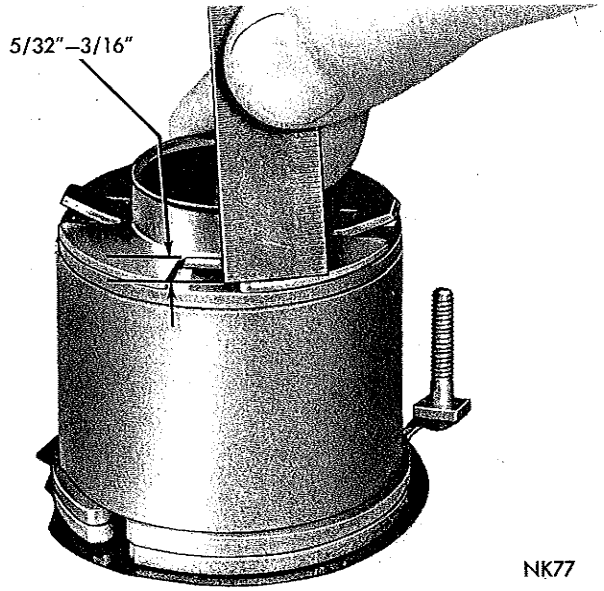

***Fig. 20—Checking Height of Solenoid Coil Retainer Tangs***
(8) Bend the four (4) tangs of coil retainer "up" to a measurement of 5/32 to 3/16" above surface of retainer (Fig. 20), to ensure higher compression and a more positive ground.
(9) Install starter solenoid return spring into bore of moving core.